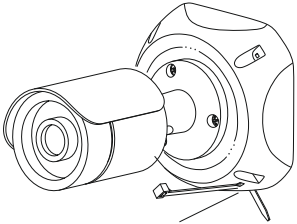

рис. 1
4) Соедините крышку с основанием таким образом, чтобы отверстия для хомута совпадали. Проденьте нейлоновый хомут в паз и не полностью затяните его (рис. 1).